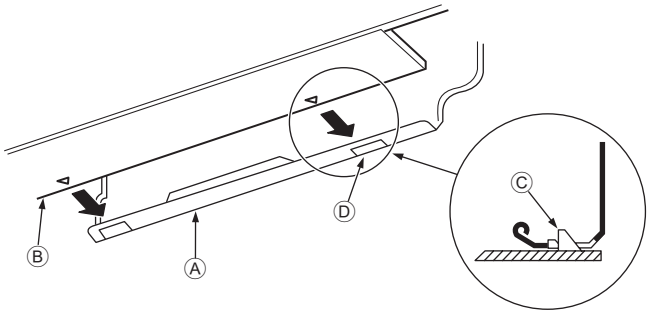

Fig. 3-15
3. Hæng den øverste del af indendørsenheden på monteringspladen ① mens kølerørene og drænslangen føres ind i hullet i væggen (gennemgangsmuffen).
5. Fastgør den ved at trykke den nederste del af indendørsenheden fast på monteringspladen ①. (Fig. 3-15)
* Kontrollér, at grebene i bunden af indendørsenheden sidder sikkert fast i monteringspladen ①.